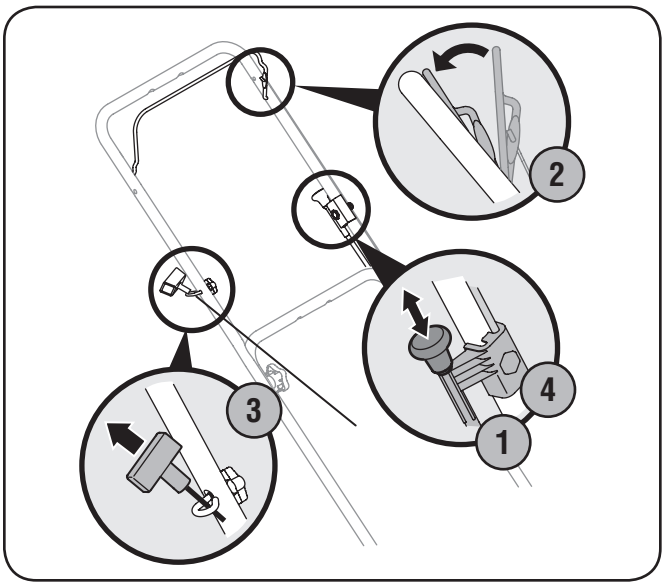

Figure 10-3
1. Tire de la perilla del cebador ubicada a la izquierda de la barra de control superior. Vea la Fig. 10-3.
3. Tire suavemente de la empuñadura del arranque hasta sentir la resistencia, luego tire rápidamente para reducir la compresión, impedir la tensión de retroceso y arrancar el motor. Repita de ser necesario. Vea la Fig. 10-3.
4. Cuando el motor se haya calentado, empuje hacia adentro la perilla del cebador. Vea la Fig. 10-3.
1. Retire la funda de bujía y utilice una llave para bujías para extraer la bujía. Vea la Fig. 10-3.